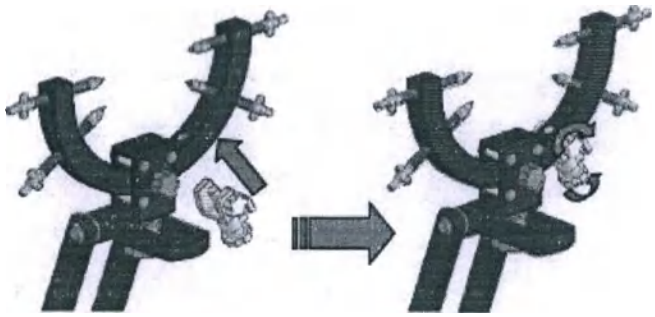

Figure 3 Mizuho Radiolucent Head Frame
1) As shown in Figure 3, attach the Base (2) to fit tightly with 07-986-04 Radiolucent Rotatable Head Holder.
2) Insert the Base Fixing Bolt (3) to the hole for Head Pin of 07-986-04.
3) Turn the Base Fixing Knob (4) as a primary fixation of the Base Fixing Bolt (3) and tighten the Base Fixing Screw (5) to fix it securely. If the Base Fixing Screw (5) is not tightened, an unnecessary burden will be placed on the Base (2), which may cause damage to the product.
4) Attach the other instrument to the Adaptor (1).